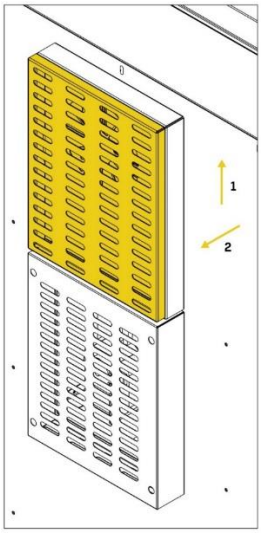

Rys. 8 Wymiana filtra powietrza
2. Wyciągnij obudowę filtra poprzez pociągnięcie jej do góry (rys.8, krok 1) i do siebie (rys.8, krok 2).